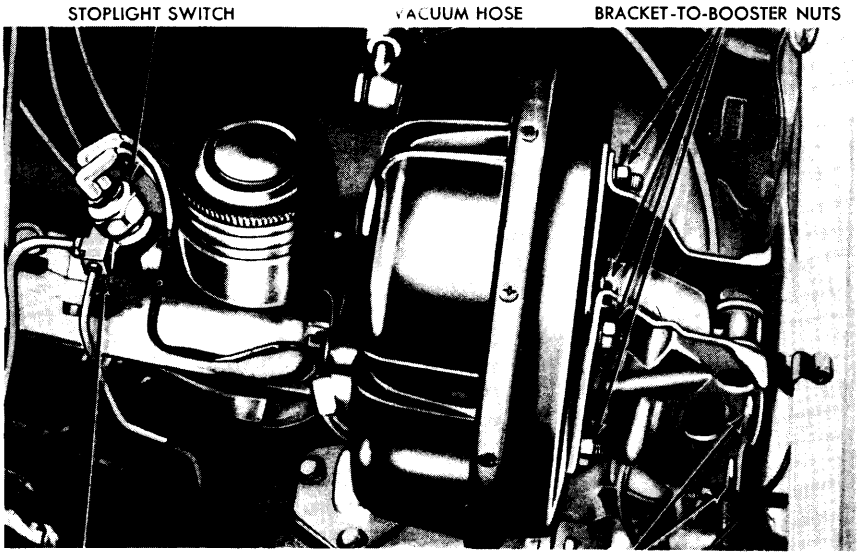

FIG. 4—Brake Booster Installation
1. Open the hood, and disconnect the wires from the stop light switch at the brake master cylinder (Fig. 4).
6. Remove the booster and bracket assembly from the dash panel, sliding the push rod link out from the engine side of the dash panel (Fig. 4).
1. Mount the booster and bracket assembly to the dash panel by sliding the bracket mounting studs and the push rod link in through the holes in the dash panel (Fig. 4).